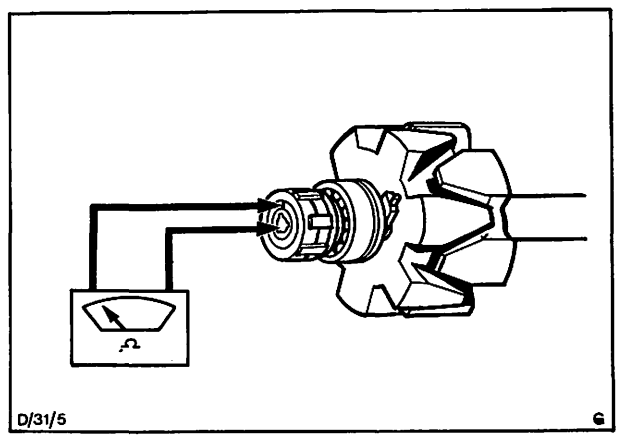

Abb. 57 Läuferwicklung auf Durchgang prüfen
a) Läuferwicklung auf Durchgang prüfen. Abb. 57. Ohmmeter zwischen den beiden Schleifringen anschließen. Vorgeschriebene Widerstandswerte, siehe Technische Daten.